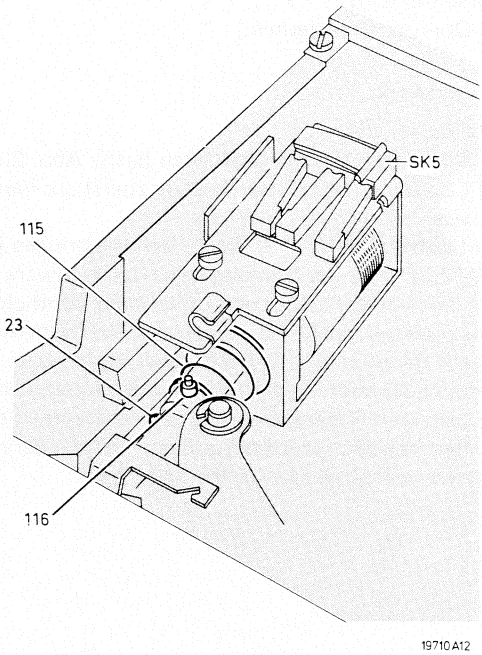

Fig. 2.8
- Druckfeder 115 (Abb. 2.8) mit einer Hand spannen. Mit Hilfe einer Pinzette Achse 116 entfernen.
- Schraube 23 (Abb. 2.8) lösen und den Elektromagnet entfernen.